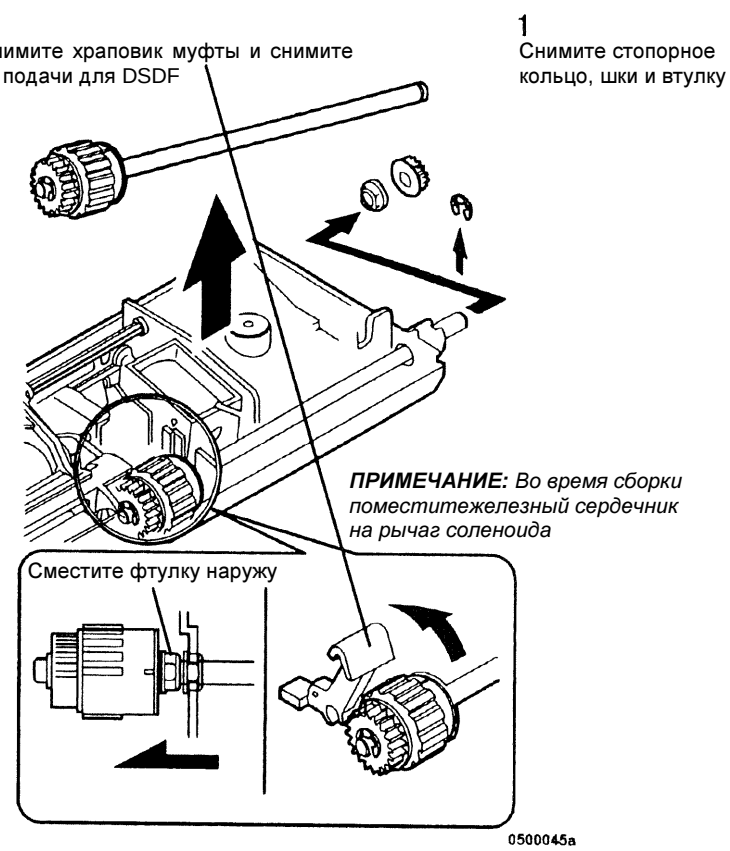

Рисунок 2 Снятие узла муфты подачи DSDF
3. (Рисунок 2): Снимите узел муфты подачи для DSDF.